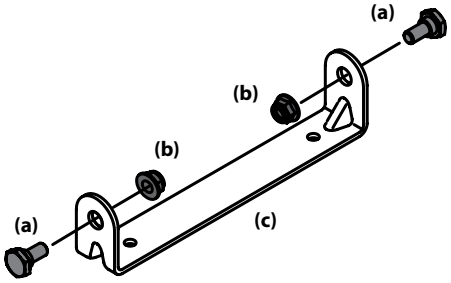

Figura 2-5
1. Extraiga los pernos con reborde (a) y las tuercas de seguridad (b) del soporte de montaje del asiento (c) incluido en el paquete de herrajes. Consulte la Figura 2-5.